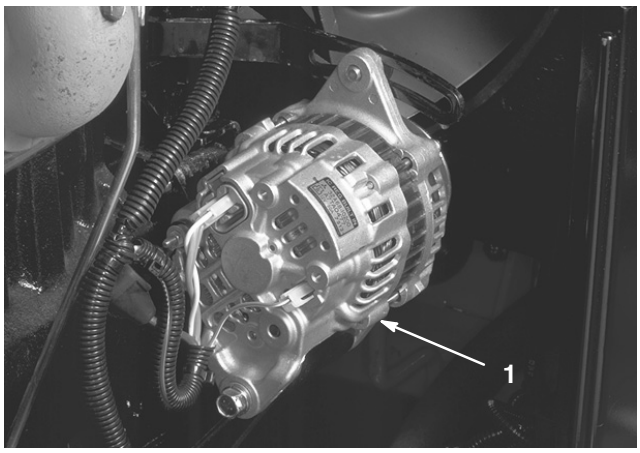

Figure 45
4. Every 100 hours operation, inspect alternator belt for condition and proper tension (Fig. 45). Replace belt if condition warrants. Check and adjust tension as follows:
D. Loosen the 3 bolts securing alternator to plate and mounting bracket (Fig. 45). Rotate alternator away from engine to increase tension and tighten bolts. Check belt tension after adjustment and re-adjust, if necessary.